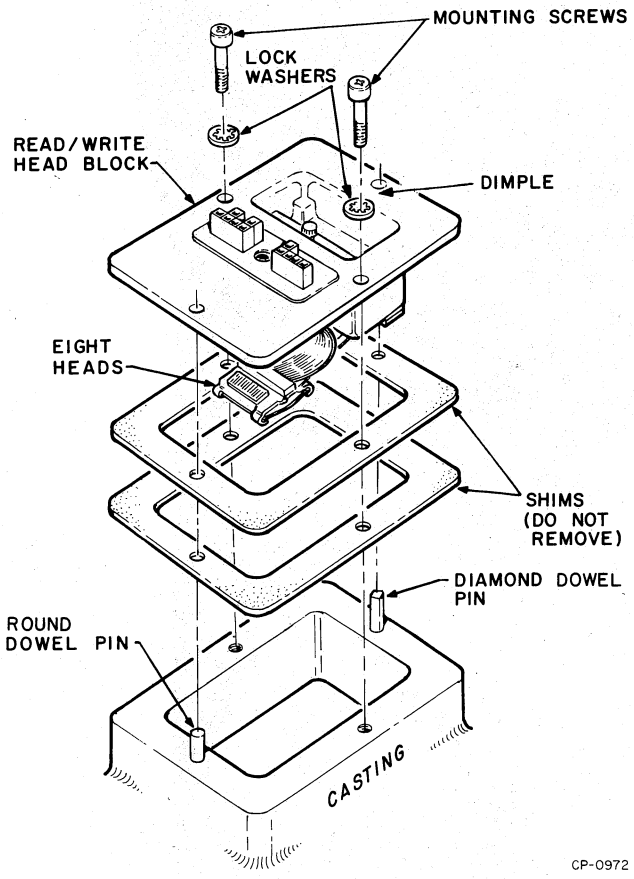

Figure 4-11 Head Block Removal
6. Remove the two mounting screws that attach the head block to the casting (Figure 4-11).